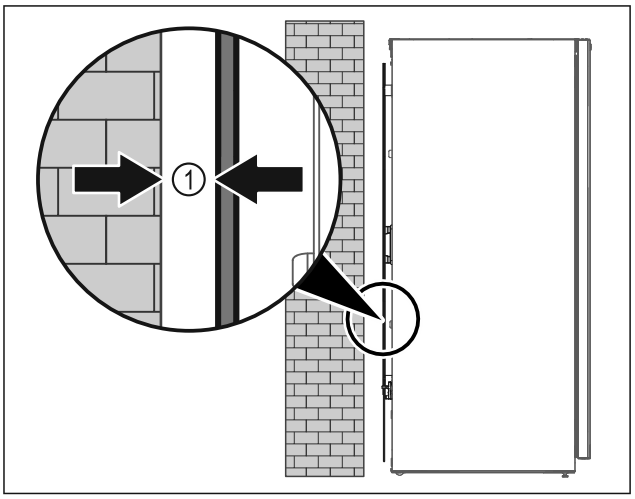

Fig. 37
▶ Instalar el electrodoméstico en medio de una sala o directamente arrimado a una pared con una distancia mínima de 5 mm *Fig. 37 (1)*.